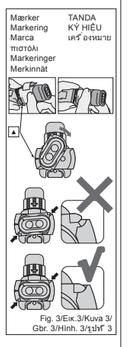

Fig. 3/Εικ.3/Kuva 3/ Gbr. 3/Hinh. 3/รูปที่ 3
2. Sæt magasinet ind i Paste Pak Dispenseren. (Fig. 3)
2. Laddning av Paste Pak Patron. (Fig. 3)
2. Carregar o cartucho Paste Pak (Fig. 3)